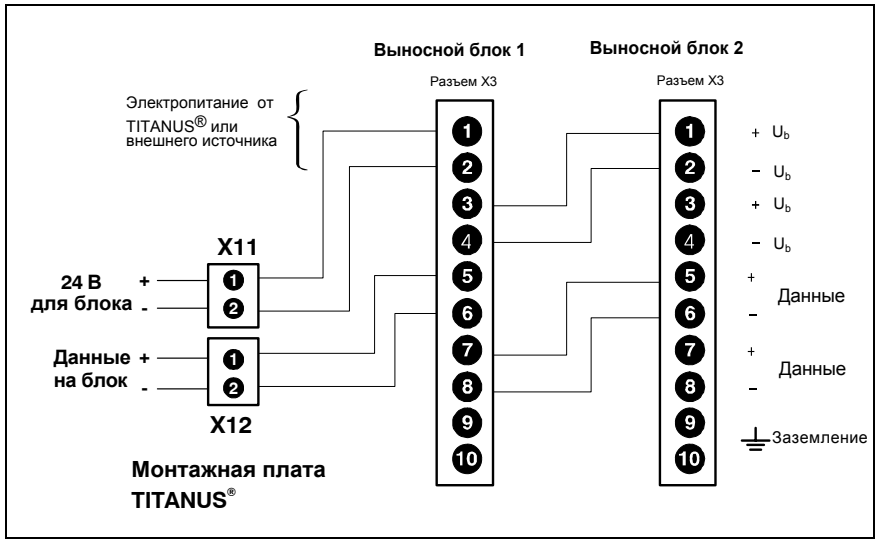

Рис.5.30: Подключение блока индикации к TITANUS®
3. Выполните электрическое подсоединение в соответствии с Рис. 5.30.